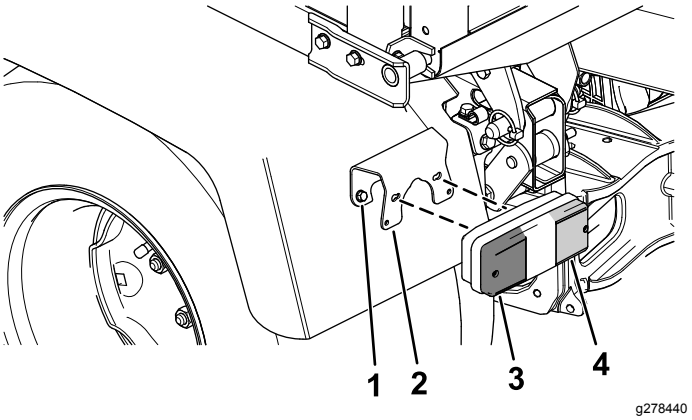

Figur 2
2. Monter bakre bremse-/blinklys til skjermen med braketten og to skruer (Figur 2).
Merk: Påse at den røde linsen (bremselys) er plassert på innsiden og den gule linsen (blinklys) er plassert på utsiden (Figur 2).